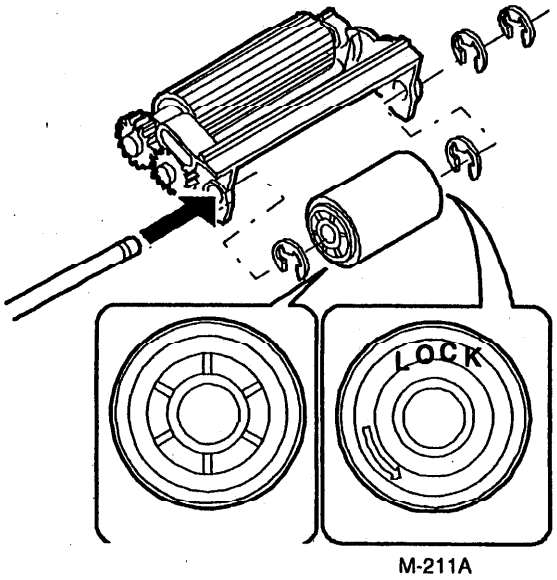

Рис. 5. Установка ролика подачи.
1. (Рис. 5): Установите на место ролик подачи, как показано на рисунке.